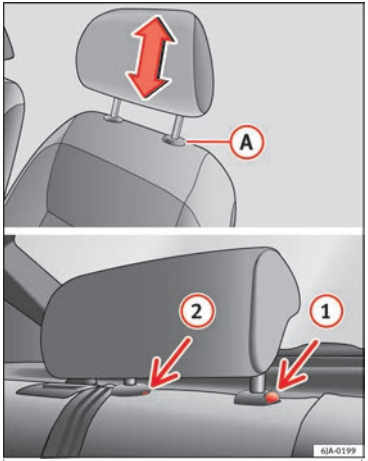

Fig. 59 Head restraints: adjusting/removing head restraints.
– To lower the head restraint, press button Ⓐ ››› Fig. 59 while pushing the head restraint downward.
– Press catch Ⓐ ››› Fig. 59 and remove the head restraint.
– Press catch ① ››› Fig. 59 while pressing on the catch in hole ② with a max. 5 mm flat-headed screwdriver and remove the head restraint.